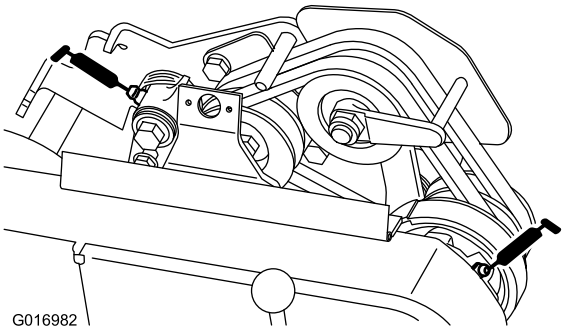

Figuur 21
- 2 op de draaipunten van de riemspanrol (Figuur 21).